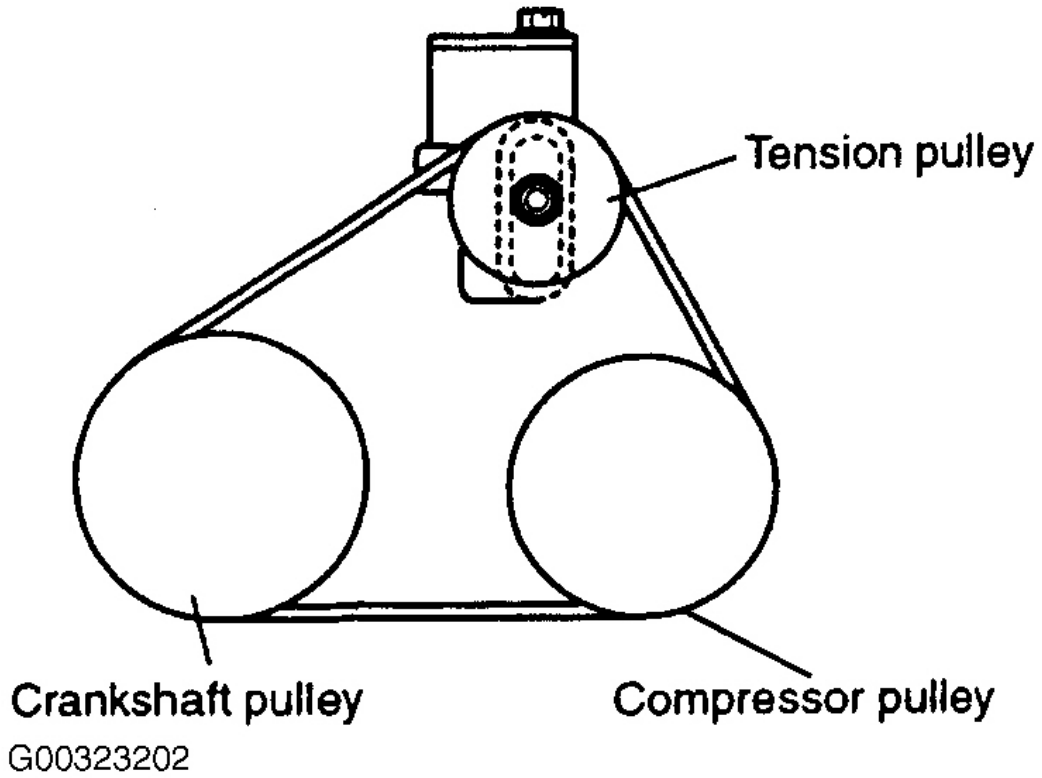

Fig. 3: compresor de aire acondicionado sin dirección asistida de la correa de enrutamiento
4. Para compresor de aire acondicionado sin enrutamiento correa de dirección asistida, ver **Fig. 3** .